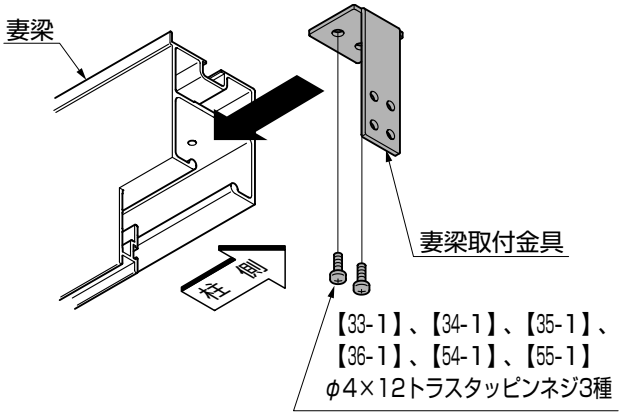

図3-3
①梁取付金具を妻梁に、【33-1】または【34-1】、【35-1】、【36-1】、【54-1】、【55-1】で取付けてください。(図3-3参照)